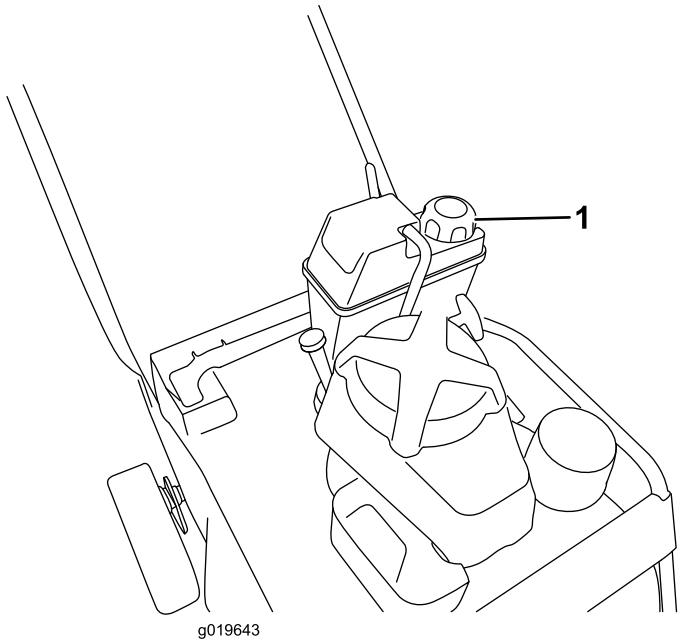

Figur 11
1. Rengør området rundt om brændstoftankens dæksel (Figur 11).